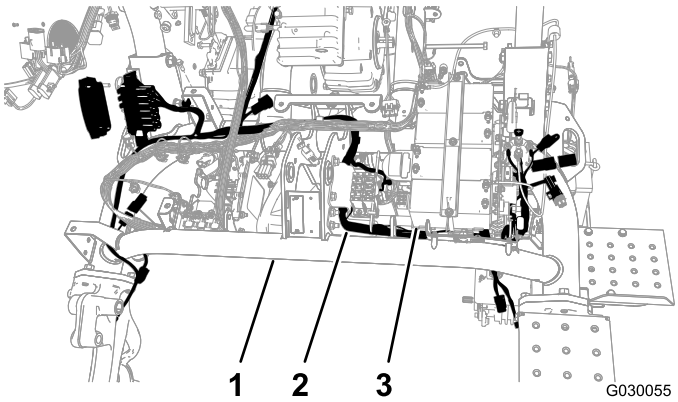

図 4
4. フレームのメインチューブの下にハーネスを通し、リール用バッテリーの前まで導く図 4。
5. バッテリープレートの反対側と左フレームチューブとの間を通って新しいハーネスを戻す図 4。